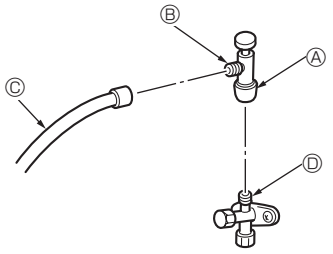

**Fig. 4-8**
**Меры предосторожности при использовании клапана заправки хладагента (Fig. 4-8)**